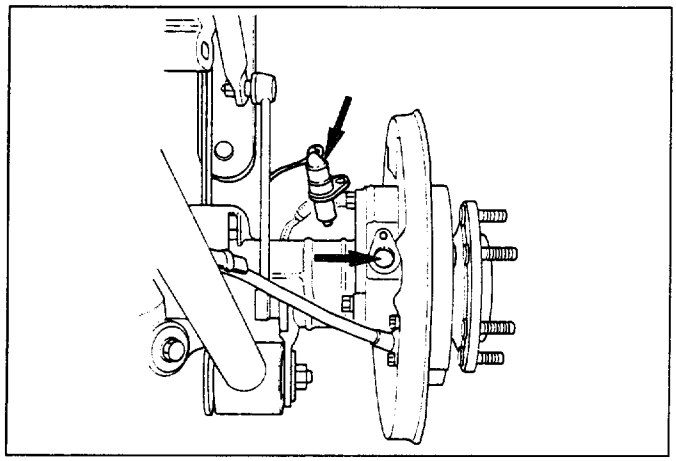

Fig. 5A4-20
5. **Speed sensor (Fig. 5A4-19)**